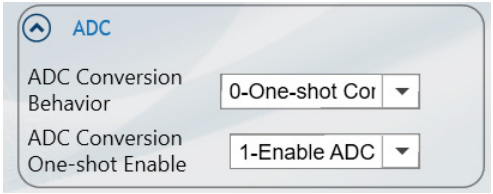

Figure 18: ADC Settings
2. Select the ADC operation mode settings (Figure 18).